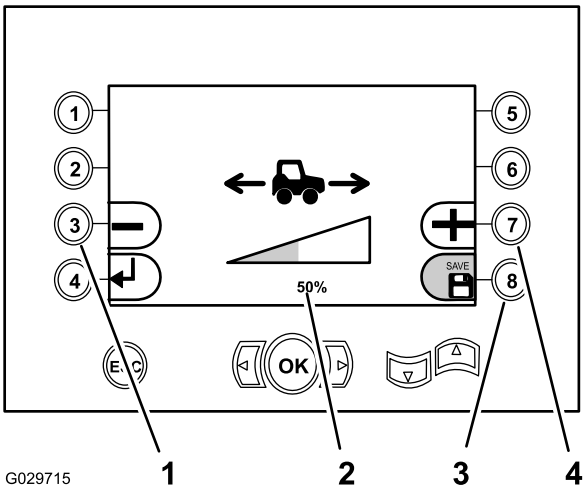

Figure 41
- Appuyez sur le bouton 3 (Figure 41) pour réduire le pourcentage de la vitesse de déplacement qu'il est possible de régler avec le levier de commande de déplacement (jusqu'à 15 % de la vitesse de déplacement obtenue avec la pédale).
- Appuyez sur le bouton 7 (Figure 41) pour augmenter la plage de vitesse de déplacement qu'il est possible de régler avec le levier de commande de déplacement.
3. Appuyez sur le bouton 8 pour sauvegarder le réglage (Figure 41).